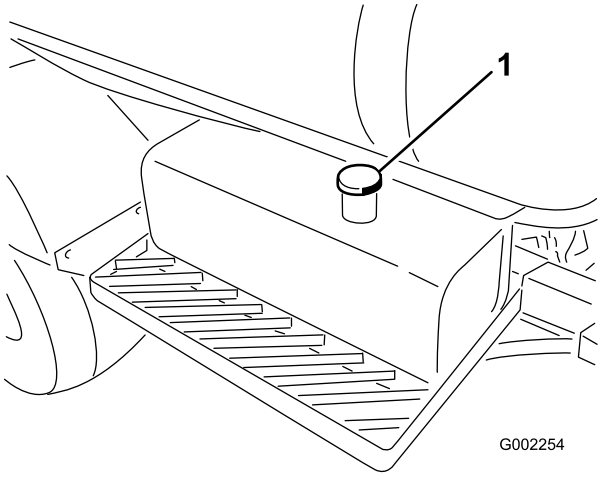

Figur 58
3. Rengør området omkring dækslet til hydraulikolietanken, og afmonter det (Figur 58).